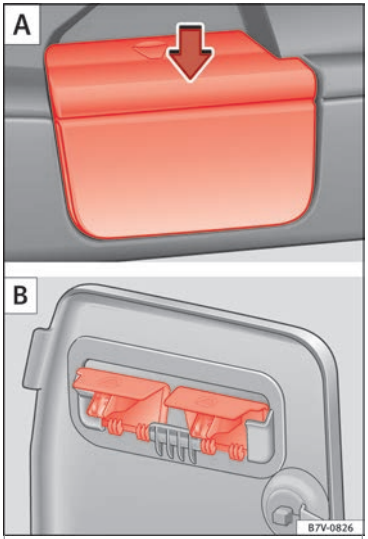

Afb. 165 Verwijder de steunen van de hoedenplank A en bewaar ze op een veilige plaats B.
- Verwijder de hoedenplank uit de steun van de zijbekleding ››› **afb. 165 A**. Druk hiervoor de hoedenplank omhoog (pijl) en verwijder de hoedenplank.
- Open het opbergvak in de linksachter in de zijbekleding van de bagageruimte ››› **pag. 169** en haak de hoedenplank in het achterste gedeelte van het deksel van het opbergvak ››› **afb. 165 B** in.